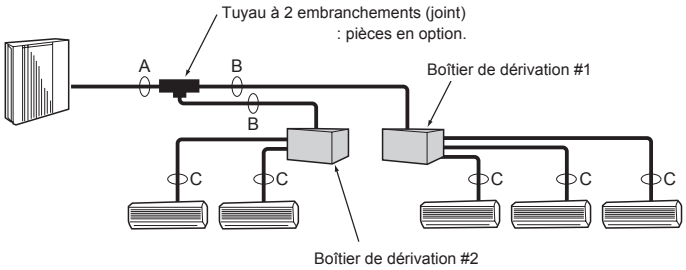

Fig. 4-2
4.3. Sélection de la taille du tuyau (Fig. 4-2)